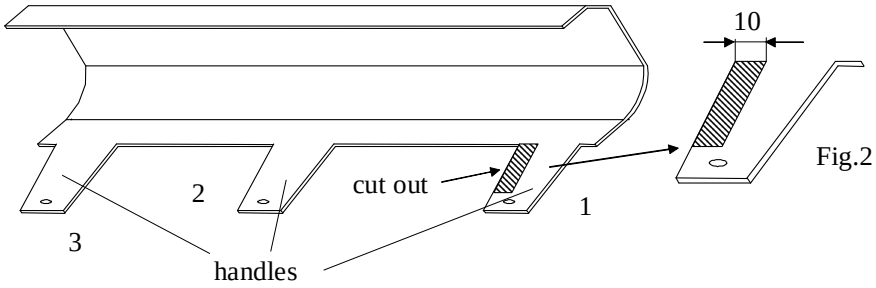

Fig.2
5. Cut the handle of the bumper according to fig. 2 (if necessary).
6. Fix body of the automat (pos. 25) using bolts M12x25mm (pos. 8) from accessories. Place tow-ball (pos. 2) according to supplied instruction.
7. Fix the socket plate (pos. 3) as shown on the drawing.